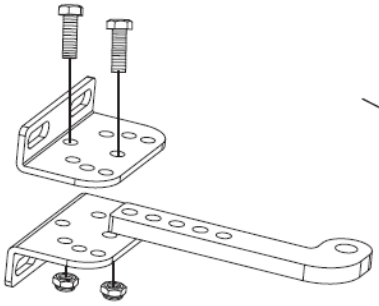

Figura 13
4. Con el fin de obtener el óptimo soporte de la placa trasera, monte dos soportes de poste y una placa de metal trasera, de acuerdo con la Figura 13.